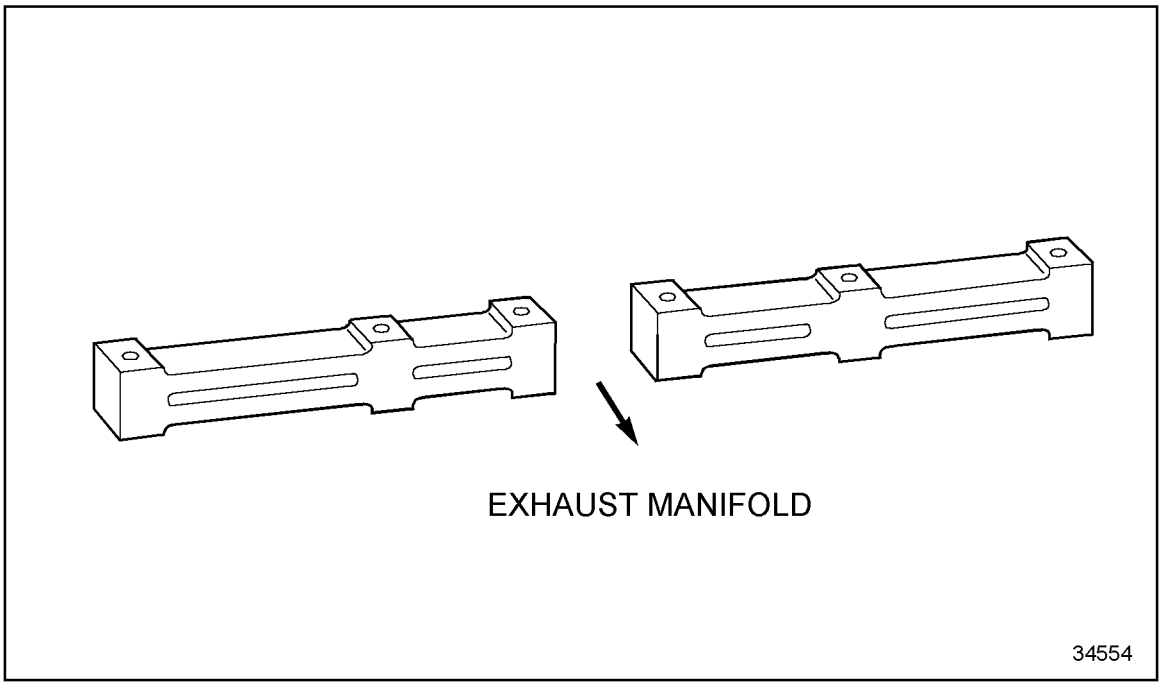
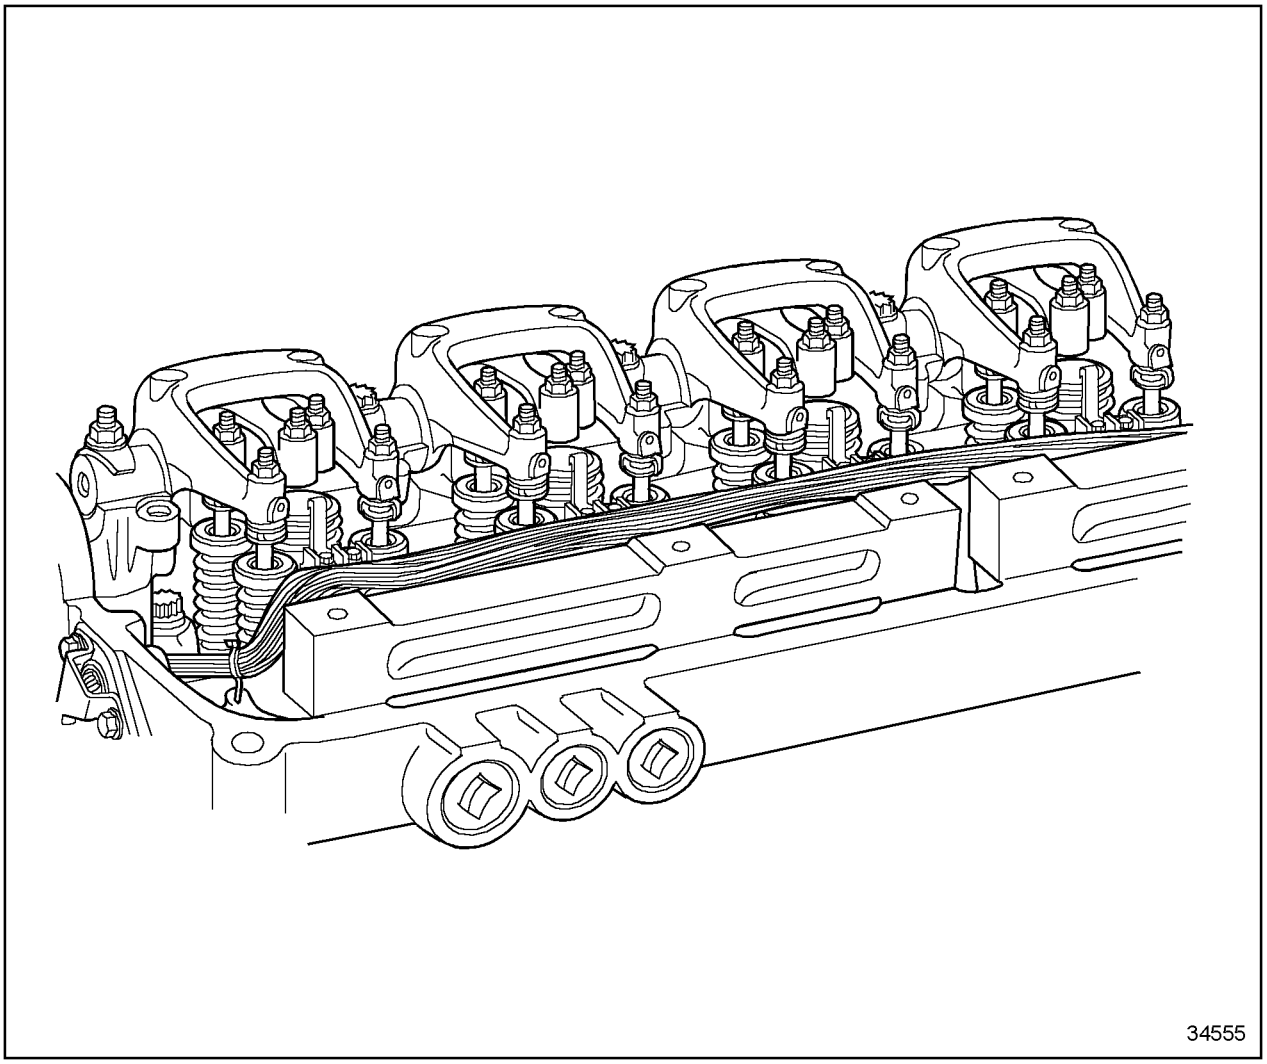

Figure 1-435 Spacer Bars with "Out" Marks Adjoined
Figure 1-436 Location of Spacer Bars
4. Place the spacer bar on the exhaust manifold side of the cylinder head with the "OUT" markings adjoining each other and facing the exhaust manifold. See Figure 1-435, and see Figure 1-436.